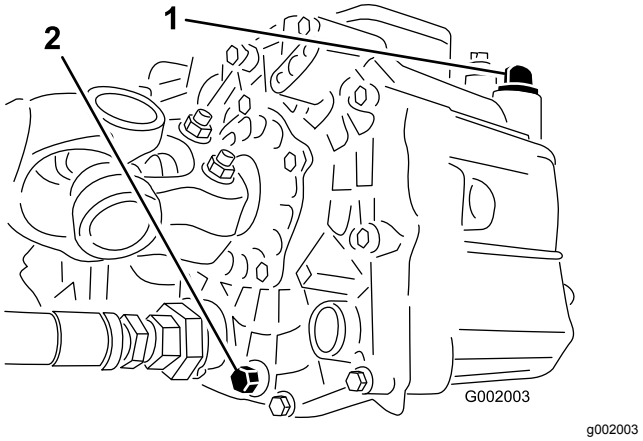

Figur 53
3. Fjern tappepluggen fra siden på tanken og la den hydrauliske væsken flyte ned i tappefatet (Figur 53).